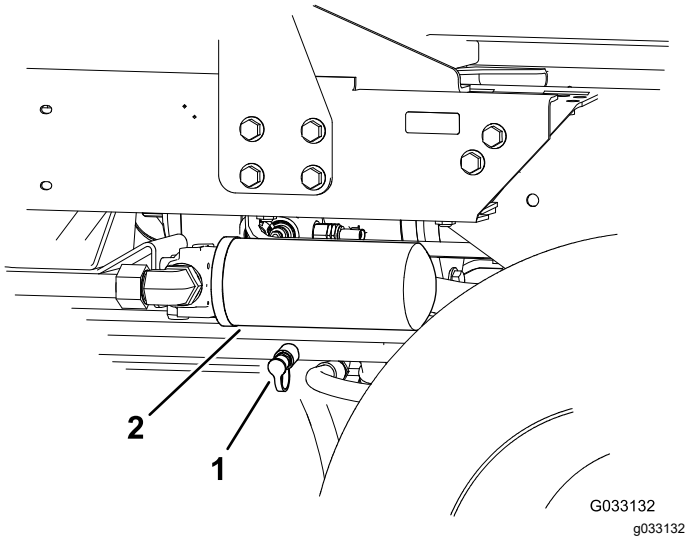

Figur 76
2. Koble en hydraulikkslange mellom diagnosekoblingen som er montert i den bakre trekkmanifolden og testporten for reverstrekktrykk (Figur 76).